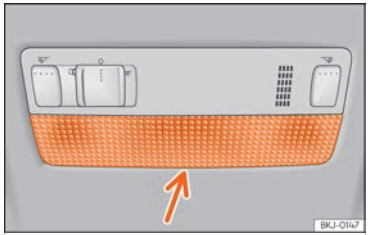

Fig. 168 Llum de lectura davanter.
- Introduïu un tornavís fi per la part plana entre la carcassa i el vidre ››› fig. 168.